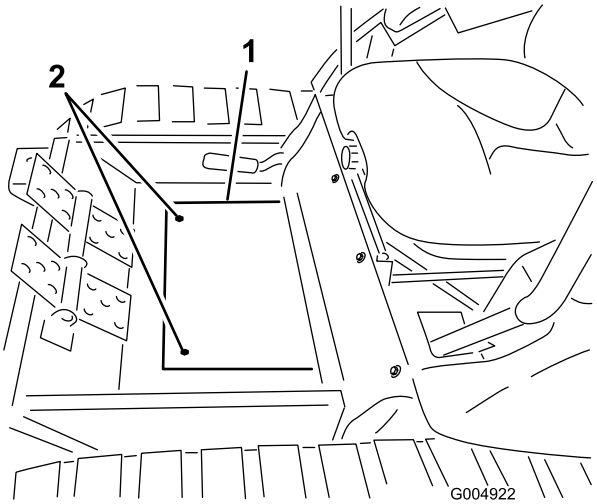

**Rysunek 104**
26. Odkręć dwie śruby mocujące pokrywę płyty podłogowej w ramie zimowej, a następnie zdejmij płytę (Rysunek 104).